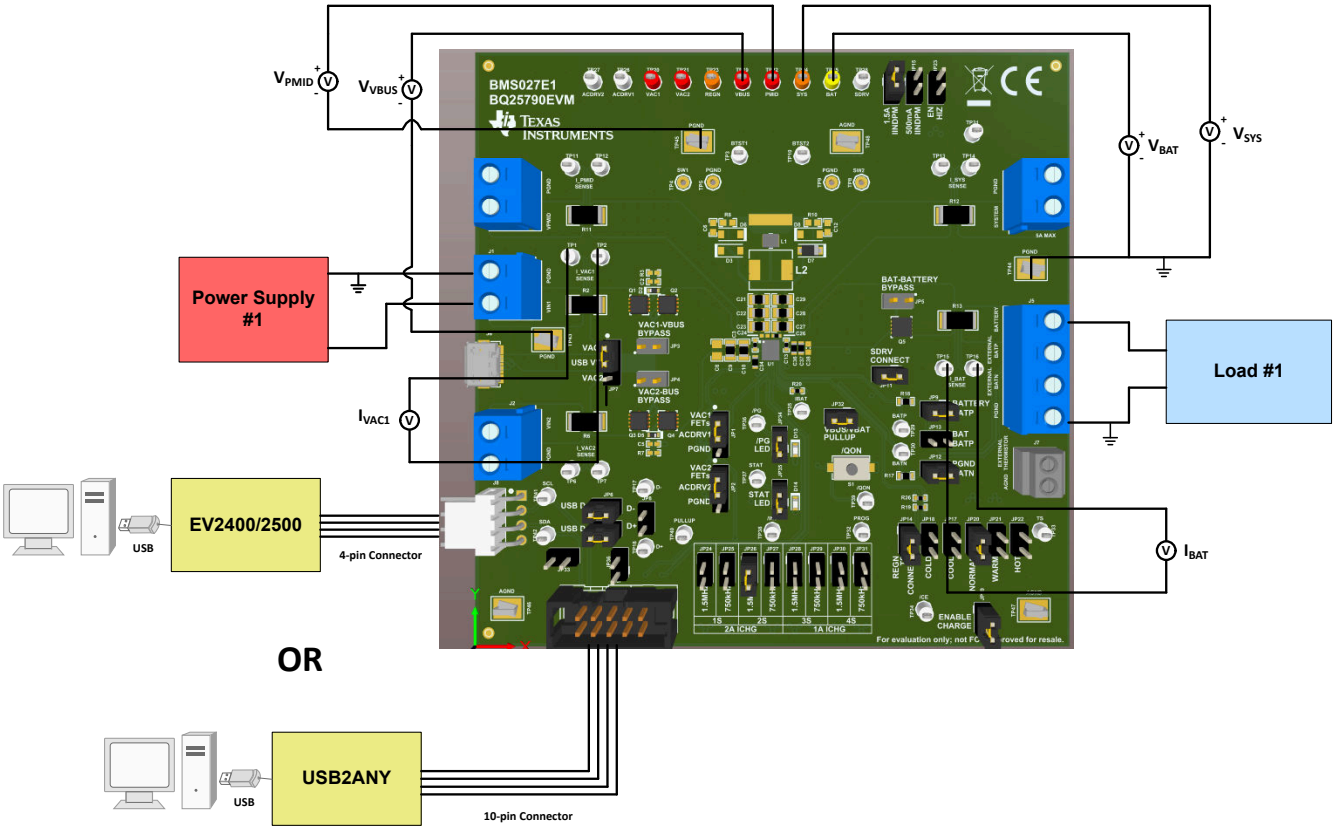

图 5-1. BMS027A 的设备测试设置
使用以下列表来设置 EVM 测试设备。请参阅 图 5-1，了解测试设置与 EVM 的连接：
9. 按图 5-1 中所示安装分流器。